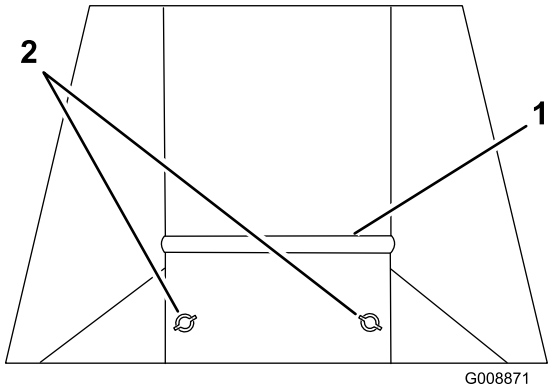

Figur 9
2. Løsn de to møtrikker til klippeforholdspladen, og skub pladen op, hvis der klippes kort, tørt græs, eller ned, hvis der klippes langt, vådt græs (Figur 9).